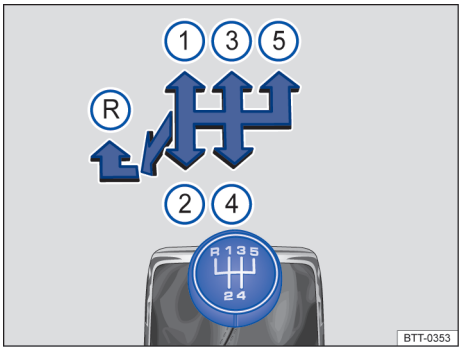

图 137 5 挡手动变速箱挡位示意图
– 停顿数秒钟后下压换挡杆，然后往左推到底，再将换挡杆向前推至换挡手柄上所示的倒挡位置→ 图 137 Ⓡ